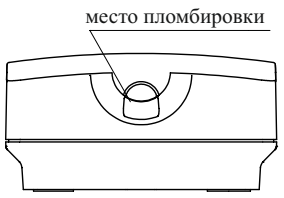

Рисунок 4
6.14 Конструкция УДП предусматривает возможность его пломбирования (Рисунок 4) любым пластичным, легко разрушаемым материалом.